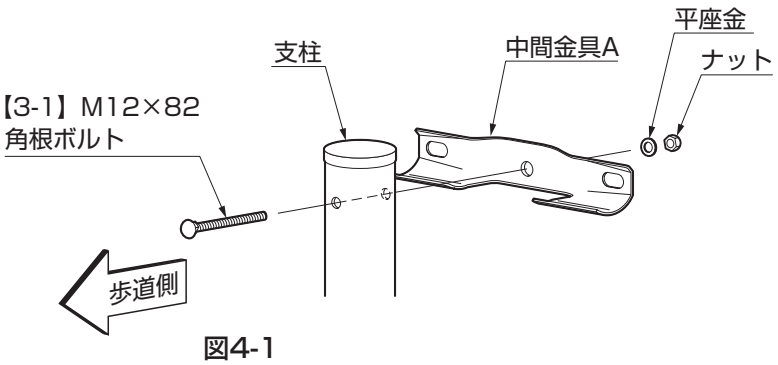

図4-1
①中間金具Aを支柱に【3-1】で固定してください。（図4-1）